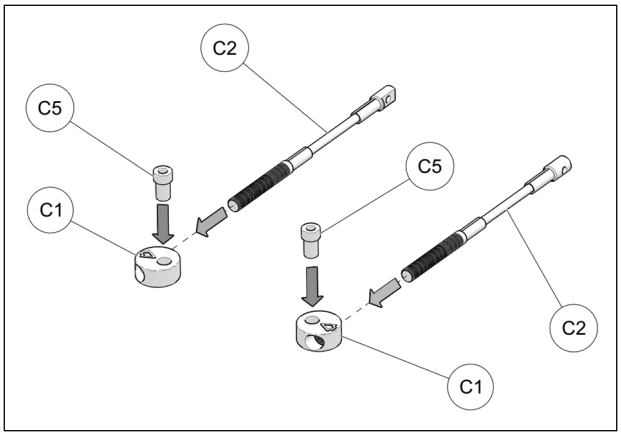

Fig. 19
10. Assembler les câbles des limiteurs de conduite **(C2)**, les disques en aluminium **(C1)** et les bagues espaceurs **(C5)** tel que montré à la Fig. 19